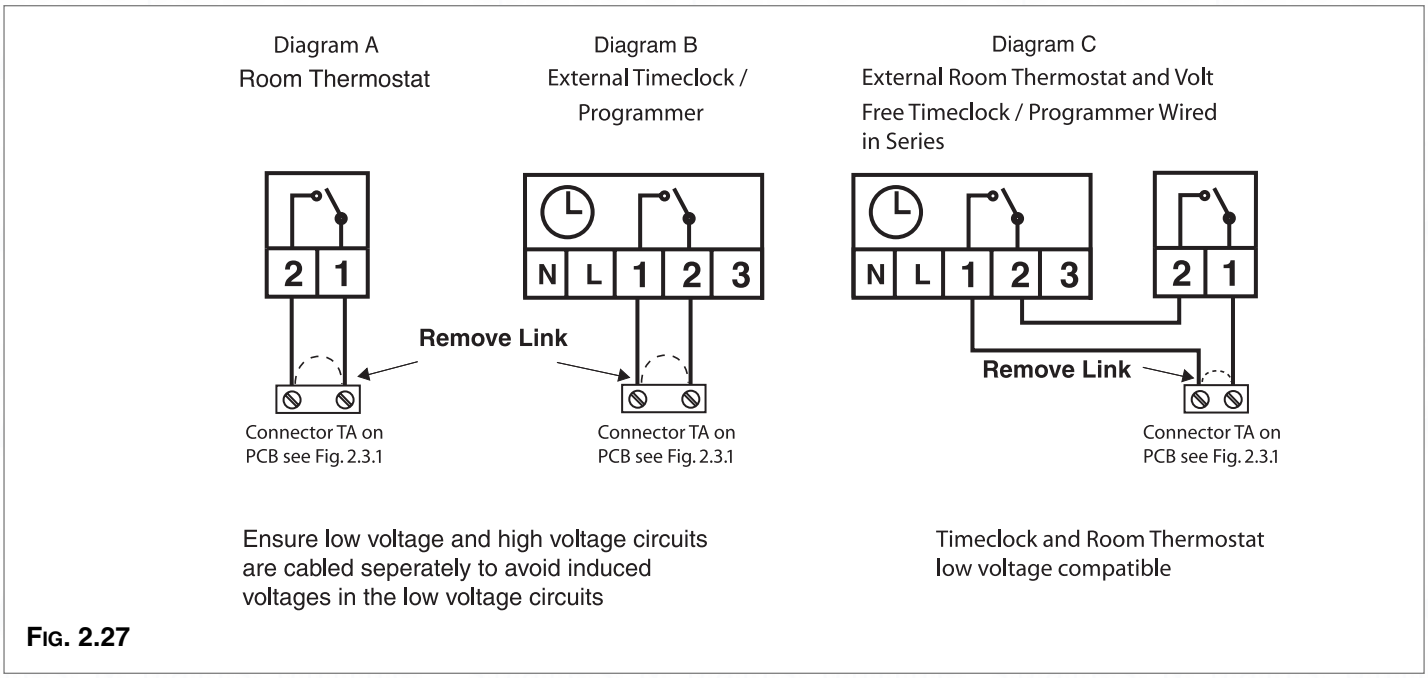

FIG. 2.27
b. - Connect the thermostat wires to the terminal block CN9 **(Fig. 2.27 - Diagram A).**
d. - Using a volt-free switching time clock, connect the switching wires from the time clock following points A-C above **(Fig. 2.27 - Diagram B).**
e. - If using an external time clock and room thermostat, these must be connected in series as points A-D above **(Fig. 2.27 - Diagram C).**